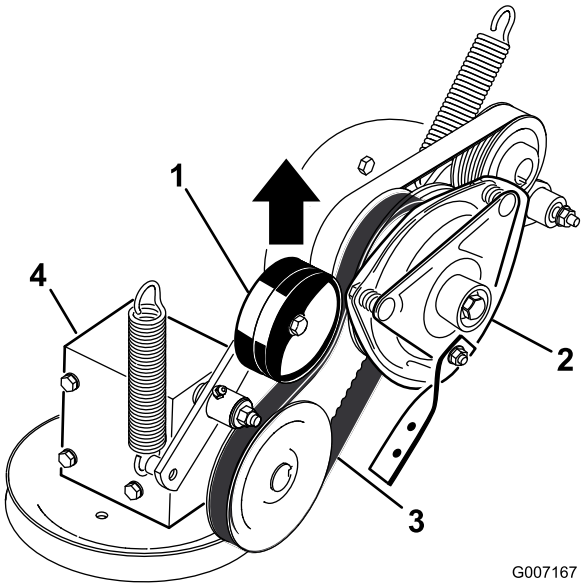

Figuur 64
4. Trek aan de veerbelaste spanpoelie voor de aandrijfriem van de aftakas en verwijder de riem van de poelie van de koppeling (Figuur 64).
16. Trek aan de veerbelaste spanpoelie voor de aandrijfriem van de aftakas en monteer deze op de poelie van de koppeling (Figuur 64).